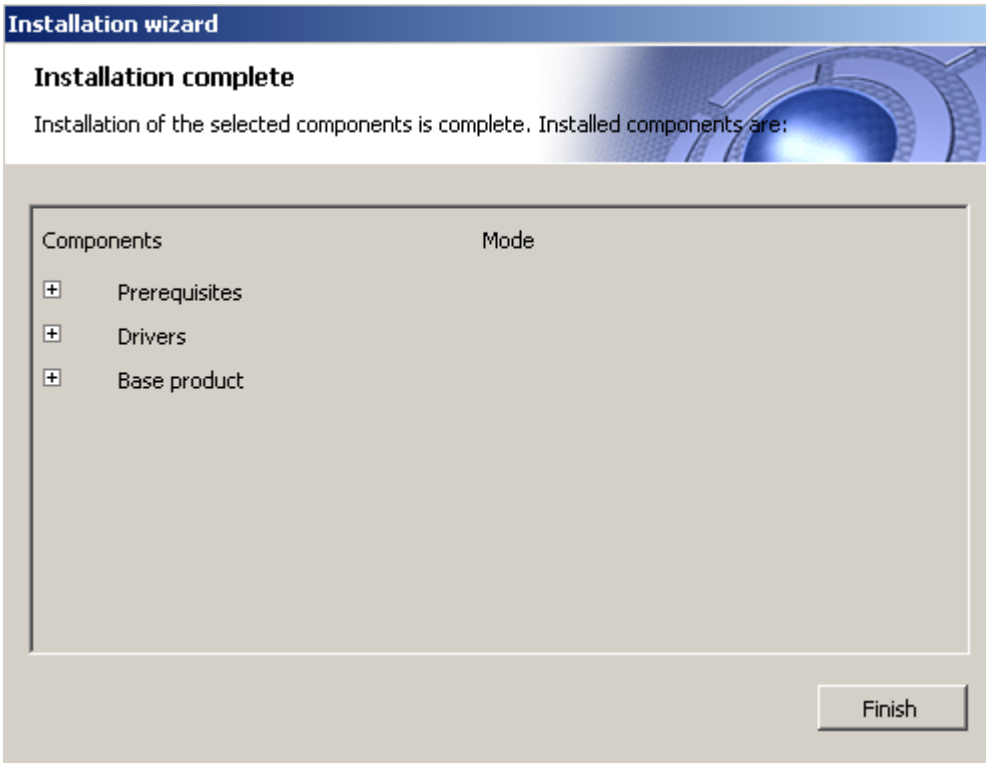

Figure 5.1-52 Installation complete
The “Installation complete” dialog box is displayed. It contains the information about INTELLECT components mode (installed or not) (Figure 5.1-52).
14. Click the “Finish” button (Figure 5.1-52).